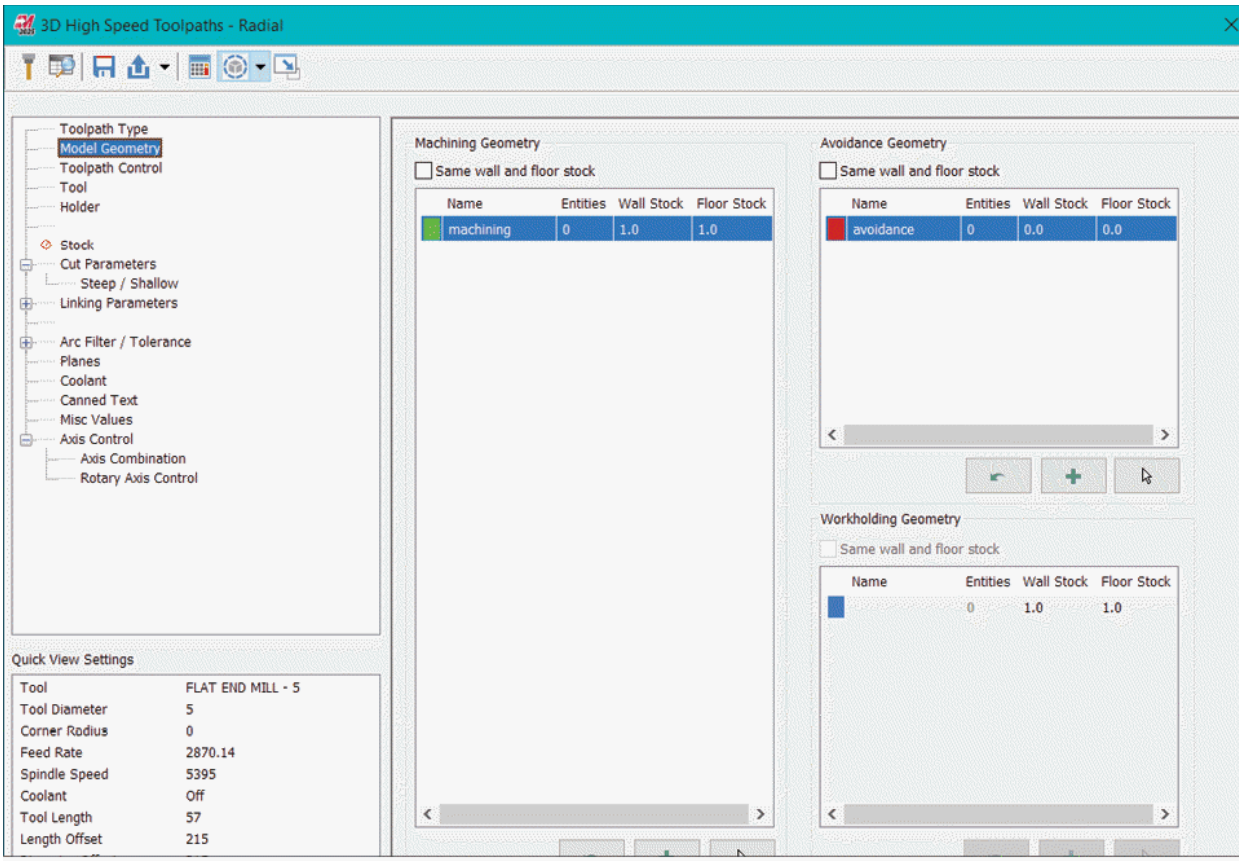

Figure-68. Surface High Speed Toolpaths-Radial dialog box
- Click on the **Radial** tool from the expanded **3D** group of **Toolpaths** tab in the **Ribbon**. The **3D High Speed Toolpaths - Radial** dialog box will be displayed; refer to Figure-68.